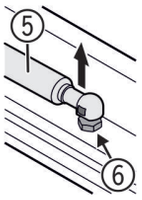

*Fig. 31*
▶ Haal de sluitdemper *Fig. 31 (5)* van de kogeltap *Fig. 31 (6)*.
▶ Hang de sluitdemper *Fig. 31 (5)* in de omgekeerde volgorde weer in.